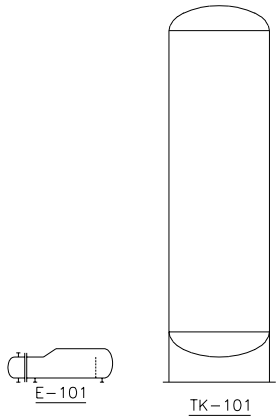

Figure 2-45 *P&ID after placing the vessel and the heat exchanger*
2. Enter **1.5** as the scale factor; the **Assign Tag** dialog box is displayed. Enter **101** in the **Number** edit box and make sure that the **Place annotation after assigning tag** check box is selected. Next, choose the **Assign** button and specify the position of the annotation tag near the vessel, as shown in Figure 2-45.
3. Choose the **TEMA type BKU Exchanger** from the **TEMA Type Exchangers** area in the **Equipment** tab of the **TOOL PALETTES - P&ID PIP** and place it at the point **(7,5)**. Next, assign tag **E-101** to the heat exchanger. Figure 2-45 shows the P&ID after placing the vessel and the heat exchanger.